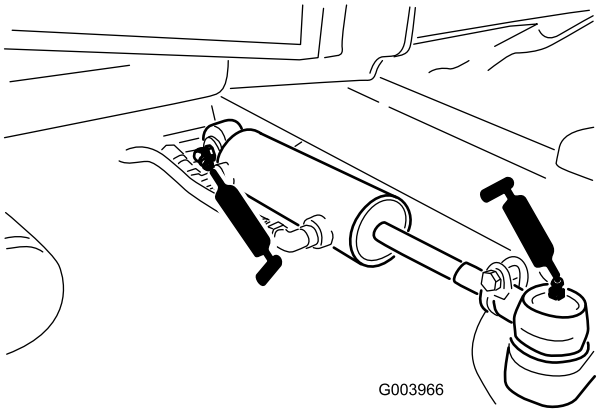

Figur 49
- Styretøjscylinderens kugleled (2) (Figur 49)